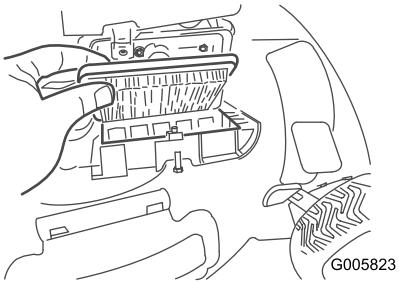

Figuur 35
3. Vervang het luchtfilter (Figuur 35).